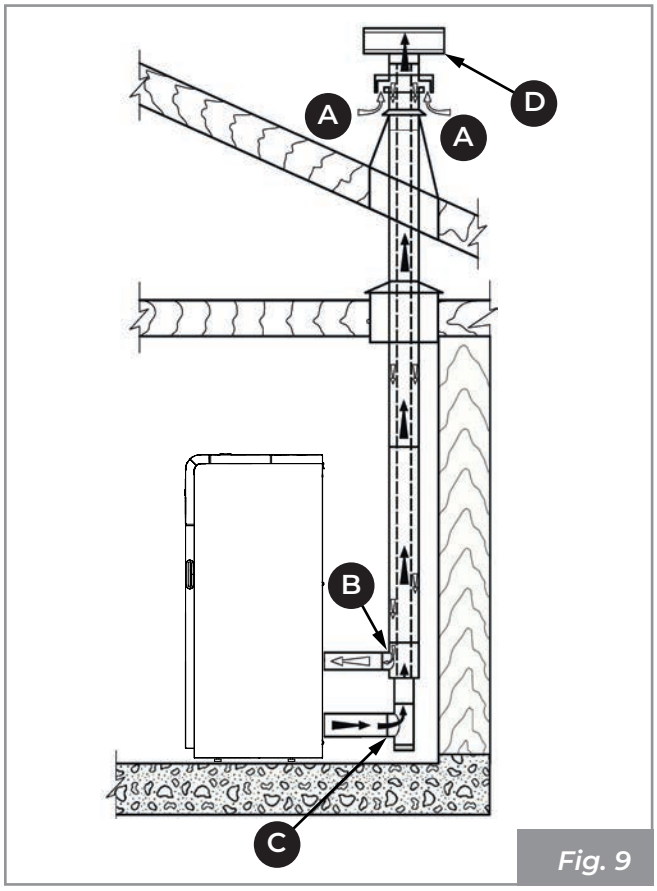
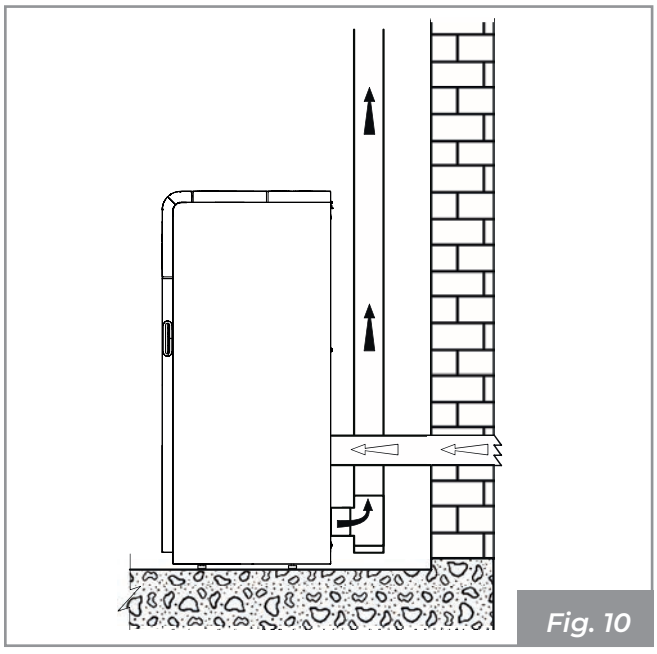

Fig. 9
Fig. 10
- il peut provenir directement de l'extérieur à travers un raccordement direct à la chambre de combustion (**Fig. 9** - **Fig. 10**).
- canaliser l'air de combustion en utilisant un tuyau d'échappement coaxial pour l'expulsion des fumées et le prélèvement de l'air (**Fig. 9 - A, B** = Arrivée d'air, **C, D** = Évacuation des fumées) ; il n'est donc pas nécessaire de faire une prise d'arrivée d'air classique dans la pièce ;
- relier l'entrée d'air de combustion de l'appareil à la prise d'air avec un conduit approprié (**Fig. 10**).